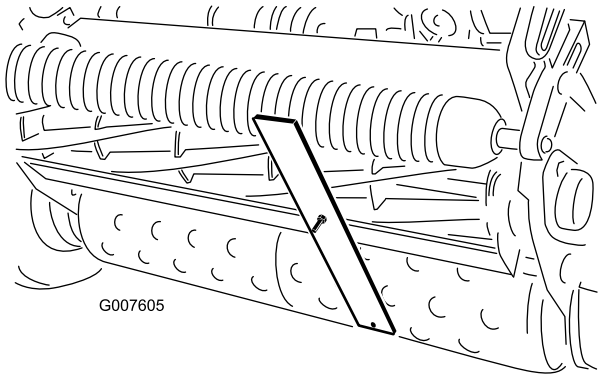

**Figur 49**
4. Hægt skruehovedet på bundknivens æg, og lad den bageste ende af stangen hvile på bagrullen (Figur 49).